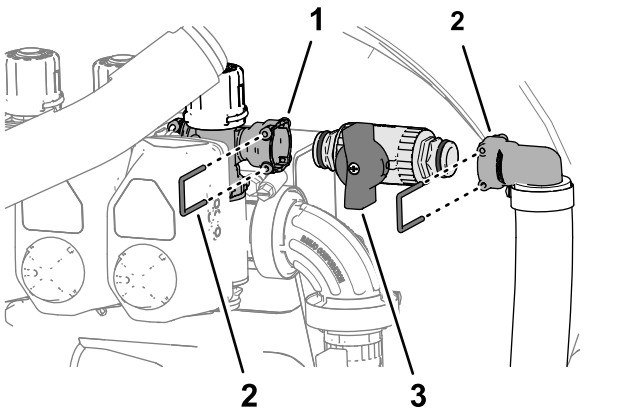

Figur 62
A. Afmonter den holder, der fastgør lynkoblingsfittingen på afbryderventilen til lynfrakoblingssoklen på højre sektions omløbsventil, og adskil ventilen fra soklen (Figur 62).
B. Afmonter den holder, der fastgør lynkoblingsfittingen på afbryderventilen til lynfrakoblingssoklen på 90° fittingen med modhage, og adskil ventilen fra soklen (Figur 62).